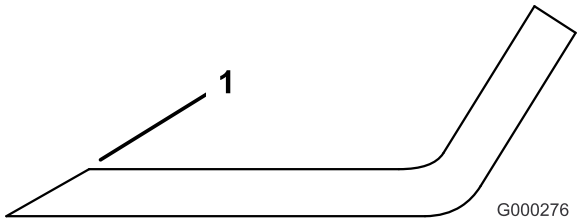

Figur 86
1. Bruk en fil til å slipe eggen i begge ender av kniven (Figur 86). Opprettholdt den originale vinkelen. Kniven opprettholder balansen hvis like mye materiale fjernes fra begge kniveggene.